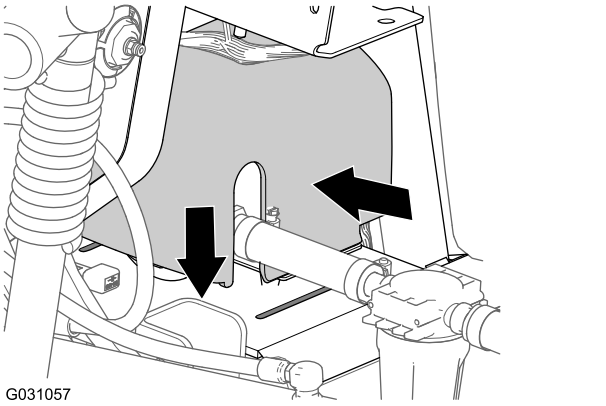

Figuur 122
2. Lijn het deksel van de spoelpomp uit met de zittingplaat van de spoelpomp (Figuur 122).
3. Druk de zijkanten van het deksel van de spoelpomp samen en lijn de lipjes van het deksel uit met de zittingplaat (Figuur 122).
4. Steek de lipjes in de gleuven en laat de zijkanten van het deksel los (Figuur 122).